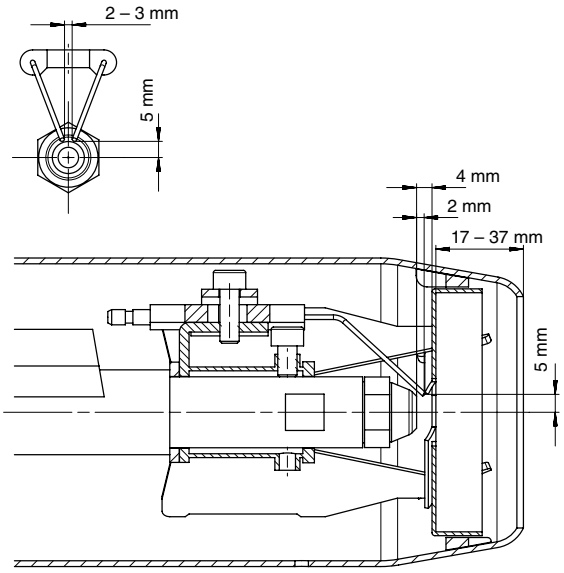

Afbeelding 10
- Zie afb. 10 voor de afstand tussen de vlamkering (**1**) en de verstuiver (**3**).
- De instellingen van de ontstekingselektroden moeten worden gecontroleerd en/of opnieuw worden afgesteld (zie afb. 10).